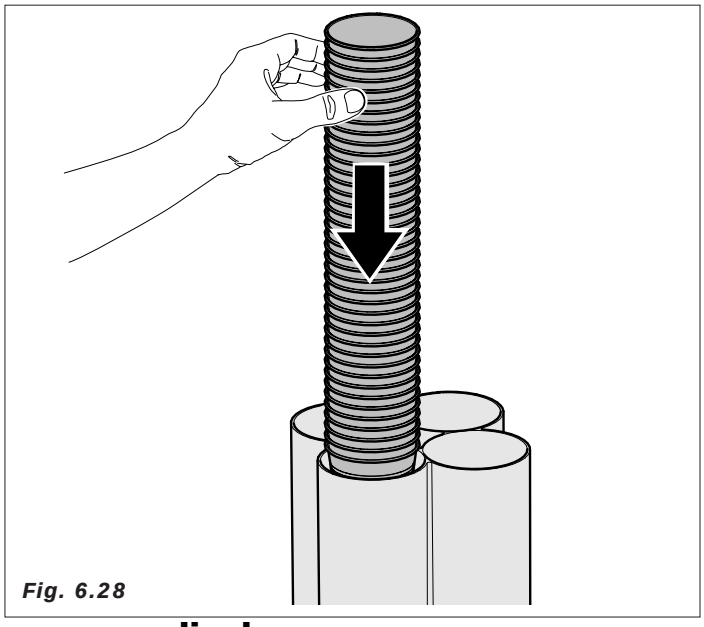

Fig. 6.28
- cargue los vasos en los cuatro tubos de la columna vasos (Fig. 6.28)